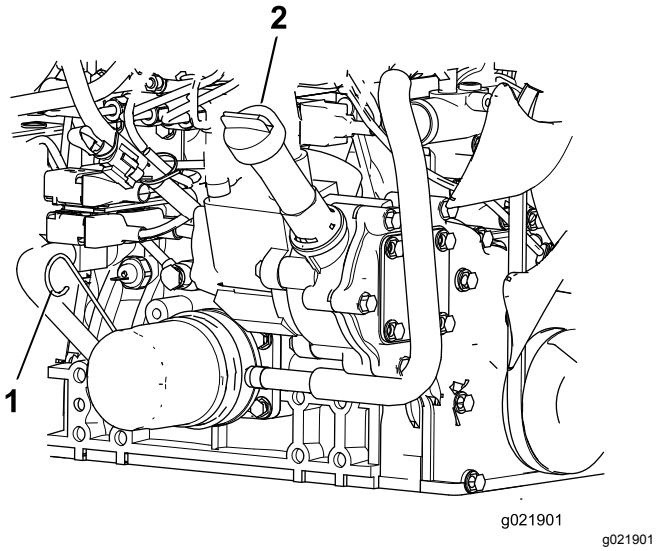

Figur 72
3. Fjern målepinden, tør den af, sæt den ind i røret, og træk den ud igen. Oliestanden bør være mellem FULL- og ADD-mærket (Figur 72).
4. Hvis olieniveauet er lavt, skal du fjerne dækslet og tilføje olie, indtil det er mellem FULL- og ADD-mærket (Figur 72).